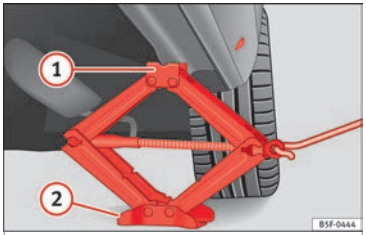

Fig. 74 Strut: mounting the jack on the vehicle.
- Turn the jack* crank handle, located below the strut support point, to raise it until the tab (1) ››› **Fig. 74** is below the housing provided.
- Align the jack* so that tab (1) "grips" onto the housing provided on the strut and the mobile base (2) is resting on the ground. The base plate (2) should fall vertically with respect to the support point (1).